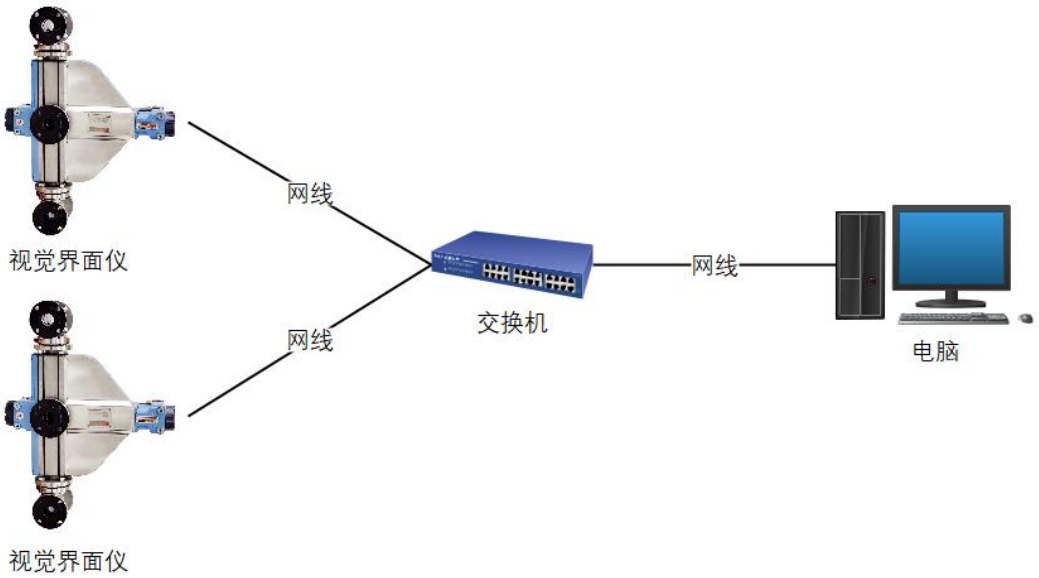

图 5 通过交换机连接
② 多台设备组网，需要通过交换机与电脑连接，设备和电脑需要在同一网段，如图 5 所示。